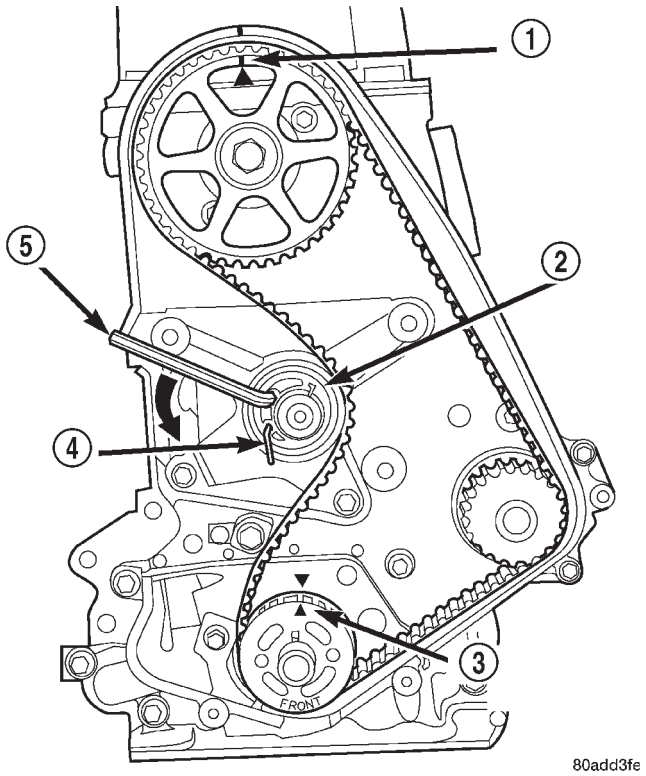

Abb. 72 Ausbau des Zahnriemens
(11) Einen 8 mm-Inbus-Schlüssel in die sechsekkige Öffnung auf der Vorderseite des Antriebsriemenspanners einführen (Abb. 72). Die Spannvorrichtung bis zum Anschlag gegen den Uhrzeigersinn drehen. Spannvorrichtung am Anschlag festhalten und einen Inbus-Schlüssel (1/8 Zoll bzw. 3 mm) durch die Öffnung links von der sechseckigen Öffnung einführen (Abb. 72). Während der Inbus-Schlüssel in die Öffnung gepreßt wird, die Spannvorrichtung etwas zurückgleiten lassen. Der Inbus-Schlüssel sollte daraufhin blockieren und eine weitere Bewegung der Spannvorrichtung verhindern.
(12) Zahnriemen abbauen.